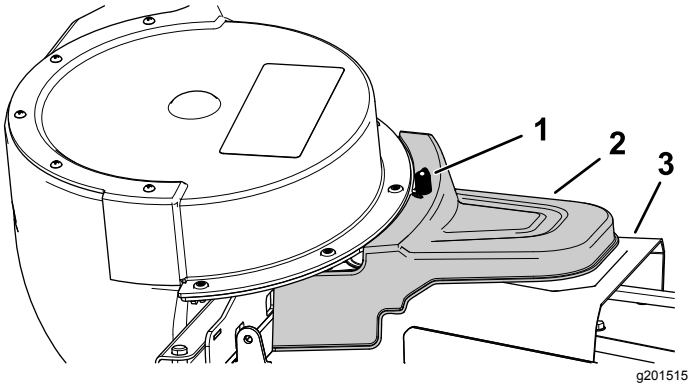

Figur 27
5. Monter det strømdrevne oppsamlerdekselet over remdekselet, og fest det ved å stramme knotten (Figur 27).